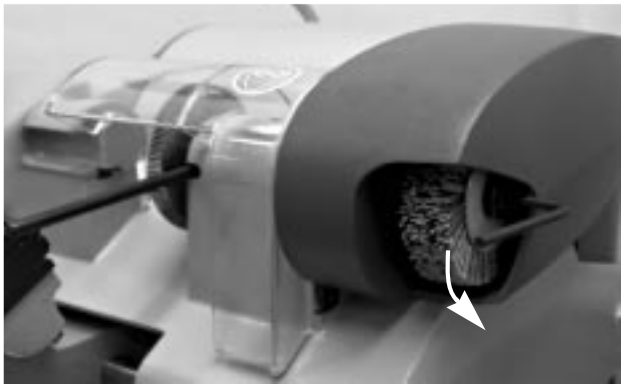

Fig. 25
2) Place the locking pin into the groove in the base and into the special hole in the cutter shaft (fig.25).